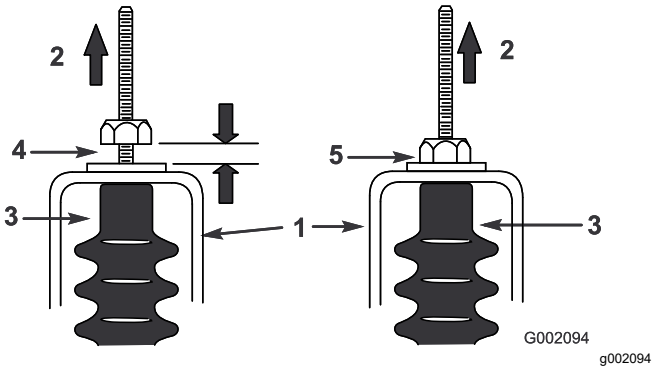

**Figur 59**
5. Træk begge skiftekabler op for at sikre, at der er en afstand på 0,76-1,52 mm mellem møtrikken/spændeskiven og den neutrale konsol (Figur 59).